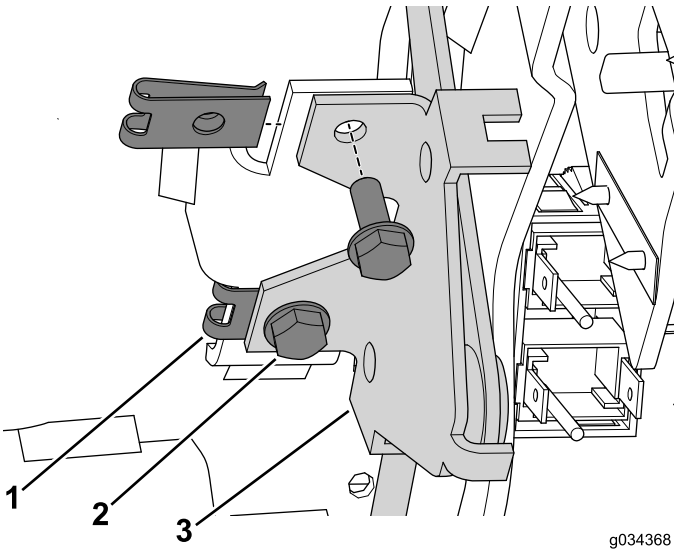

Bild 19
3. Befestigen Sie die Blechmutter an der Befestigung am Bedienfeld (Bild 19).
4. Befestigen Sie den Choke mit den zwei Schrauben (Nr. 10 x 1/2") am Bedienfeld (Bild 19).